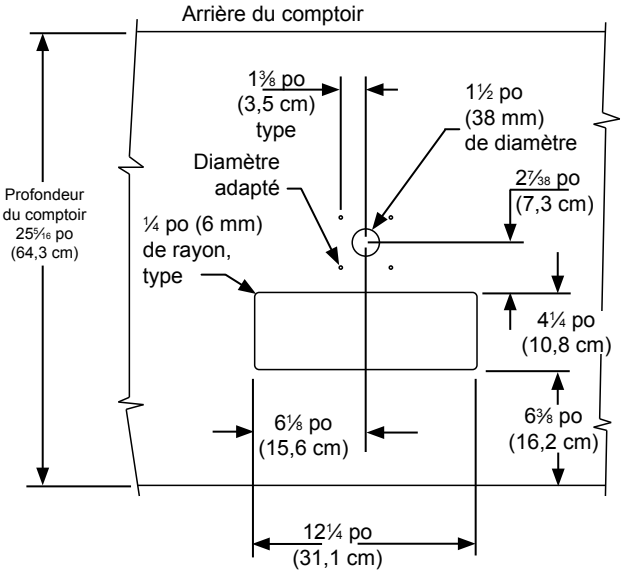

Figure 23
Les dimensions illustrées dans la Figure 23 sont basées sur une profondeur de comptoir de 25⁵⁄₁₆ po (64,3 cm). Votre comptoir pourrait être différent et nécessiter des dimensions différentes. Consultez les dimensions du produit à la page 30 au moment de déterminer les dimensions requises.
1. Si vous installez votre réfrigérateur à fût sous un comptoir, vous devrez percer 5 trous dans le comptoir pour monter la colonne. Le premier trou de 1½ po de diamètre est situé au centre de la colonne pour la conduite de bière; percez-le à environ 13½ po (34,3 cm) du rebord avant du comptoir (en se basant sur une profondeur de comptoir de 25⁵⁄₁₆ po). Percez ensuite les 4 trous de montage de la colonne, conformément aux dimensions indiquées dans la Figure 23. Le diamètre du trou varie selon le matériel du comptoir et la nécessité d'utiliser des pièces d'ancrage à vis. Les vis fournies dans l'ensemble de documentation sont en acier inoxydable AB de type n° 10 x 1 po. Marquez et découpez l'ouverture rectangulaire pour le drain d'évacuation. Une fois les trous percés et le réfrigérateur à fût placé sous le comptoir, faites passer la conduite de bière dans le joint de la colonne, le trou de 1½ po dans le comptoir et le trou sur le dessus du réfrigérateur à fût. Montez la colonne sur le comptoir à l'aide des 4 vis fournies. Placez le drain d'évacuation du comptoir, fourni avec l'ensemble de documentation, dans l'ouverture rectangulaire avec la découpe en rayon à l'arrière, près de la colonne. Placez ensuite la grille dans le drain.
2. Montez le régulateur sur le réservoir de CO_2 (raccordement (B)) en utilisant la nouvelle rondelle de plastique fournie par le fournisseur de gaz. Comme le régulateur est muni de filetage à gauche, vous devez le tourner dans le sens inverse des aiguilles d'une montre pour le serrer. Serrez-le avec une clé à molette ou clé plate de 1⅛ po.
3. Connectez la ou les conduite(s) d'air rouge(s) provenant du régulateur au **grand** raccord de conduite d'air sur le coupleur de fût avec un **grand** collier de serrage (raccordement (C)).
4. Connectez la conduite de bière transparente provenant de la colonne au **petit** raccord de conduite d'air sur le coupleur de fût avec un **petit** collier de serrage (raccordement (A)).